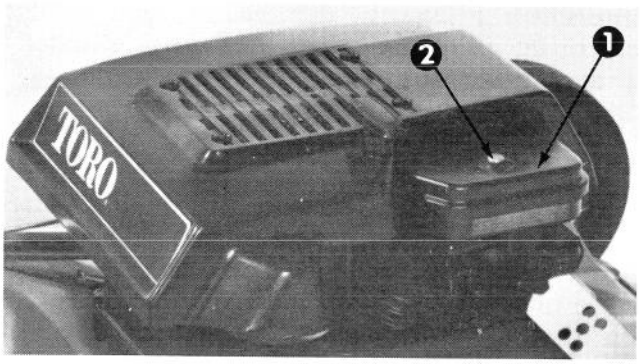

Figure 18
2. Remove screw and cover to expose air cleaner. Remove cover (Fig. 18) and clean dirt from inside and outside surfaces.